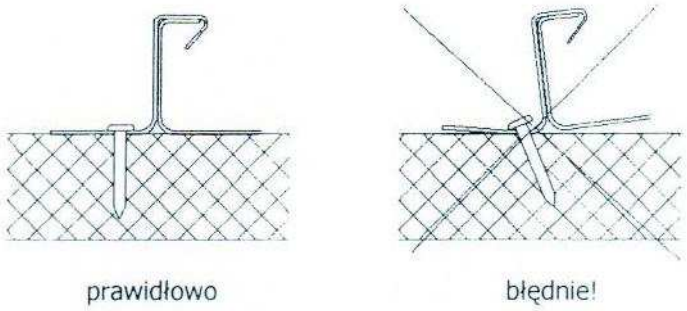

Rys. 3: Ustawianie gwoździ z zaczepami
- Podczas mocowania zaczepów należy zwrócić uwagę na to, aby gwoździe lub wkręty były wprowadzone pionowo do zaczepów (Rys. 3)